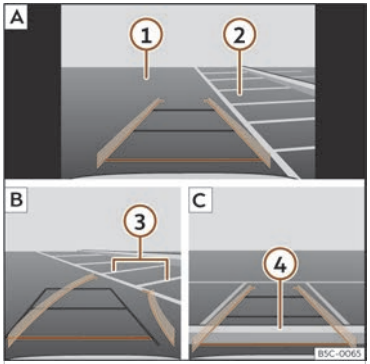

Fig. 166 Affichage sur l'écran du système d'infodivertissement : garer avec l'assistant de marche arrière.
Légende de la ››› **fig. 166** :
- Placez le véhicule en face de la place de stationnement ››› **fig. 166** 2 A.